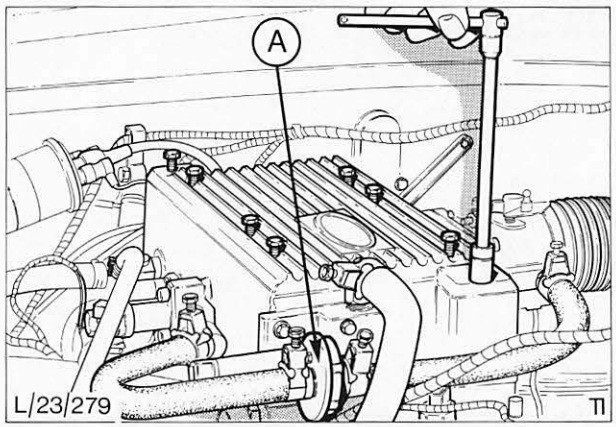

Abb. 88 Befestigungsschrauben – Luftkammer
c) Zusatzluftschieber, Abb. 88
8. Luftkammer (8 Schrauben) vom Ansaugkopf abmontieren, Abb. 88.